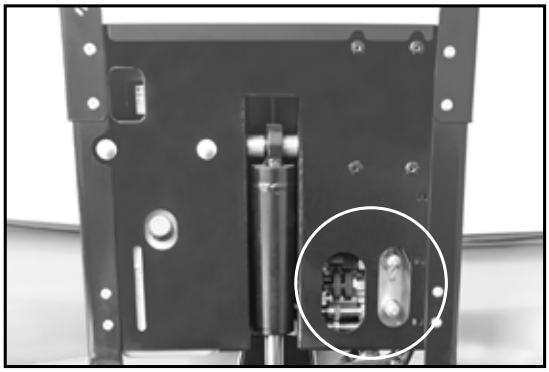

Bild 1: Alte Version, Anschluss für Druckeinstellung auf der Rückseite des Aggregats.
- V-Pflug alte Version (siehe Bild 1)